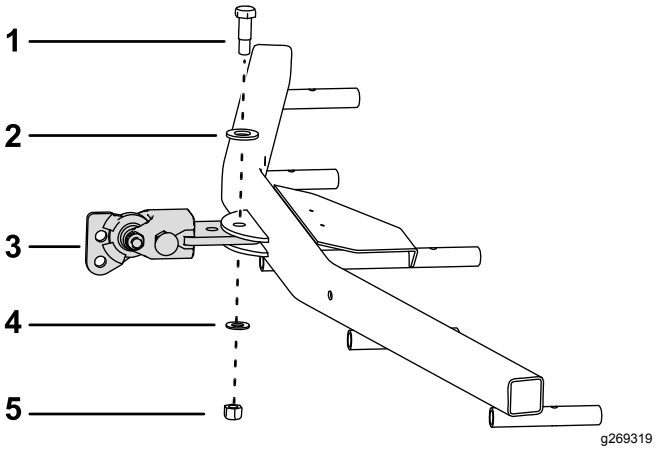

Figura 7
1. Instale el conjunto de enganche de bola en el rastrillo flexible, tal y como se muestra en la Figura 7.